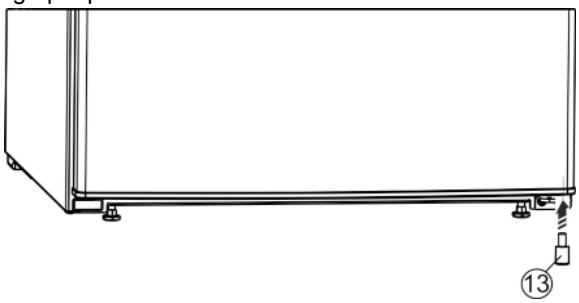

Fig. 8
▶ Replacer la butée *Fig. 8 (13)* en bas à droite sur la porte car elle joue un rôle important pour la stabilité de l'appareil.